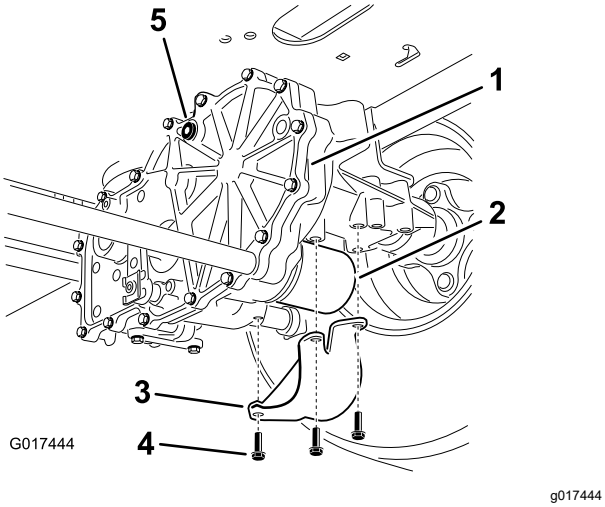

**Figuur 70**
4. Zoek het filter en de beschermingen op elk transaxle-aandrijfsysteem (Figuur 70).
5. Verwijder de 3 schroeven waarmee de filterbeschermingen zijn bevestigd (Figuur 70).